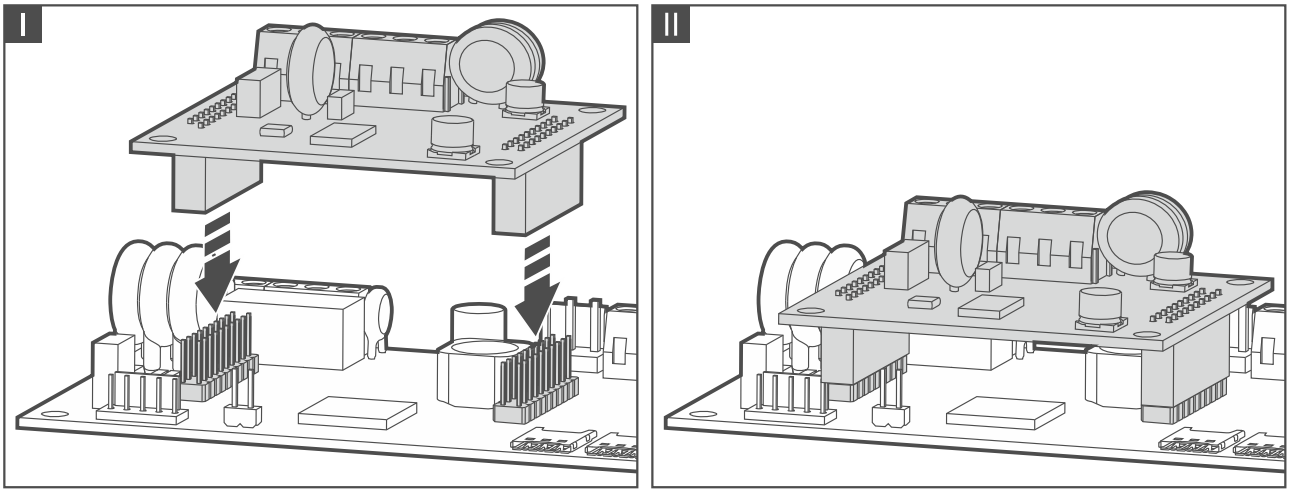

Рис. 9. Установка модуля GSM-X-PSTN на печатной плате модуля GSM-X.
3. Установите модуль GSM-X-PSTN в разъемы на печатной плате модуля GSM-X (рис. 9).